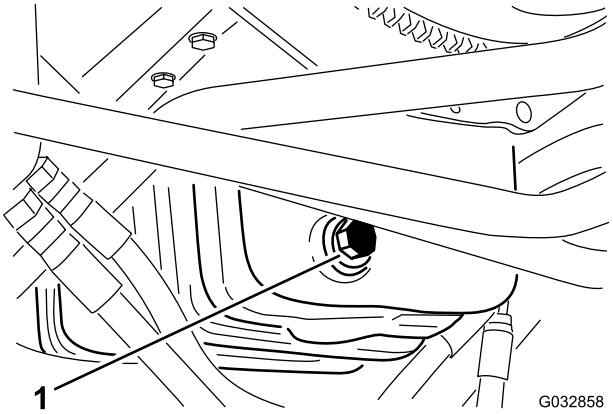

Figur 56
1. Ta bort avtappningspluggen (Figur 56) och låt oljan rinna ned i ett avtappningskärl.